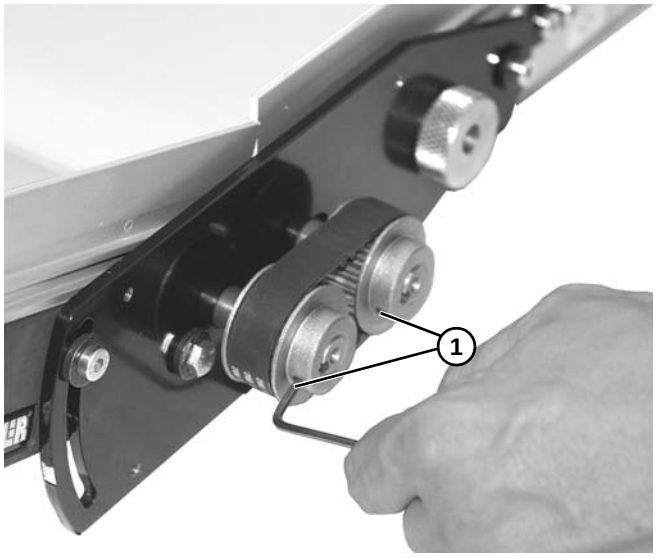

Abbildung 77
2. Stellschrauben **(Abbildung 77, Teil 1)** auf Riemenscheiben lösen.